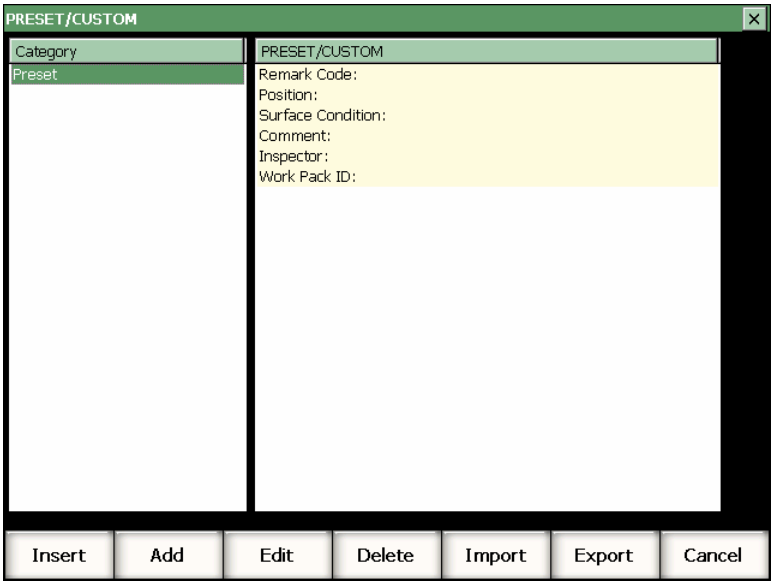

Figure 10-15 The Preset/Custom page
- **Dictionary**: Enters the **Preset/Custom** page (see Figure 10-15 on page 220).
The **Preset/Custom** page (see Figure 10-15 on page 220) contains the following functions: